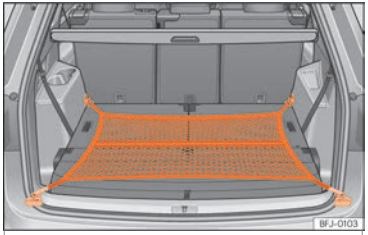

Fig. 127 Dans le coffre à bagages : sac pour filet accroché au niveau du plancher.
- Fixez les crochets du filet aux œillets d'amarrage ››› fig. 127 ›››⚠. La fermeture à glissière du sac doit rester vers le haut.